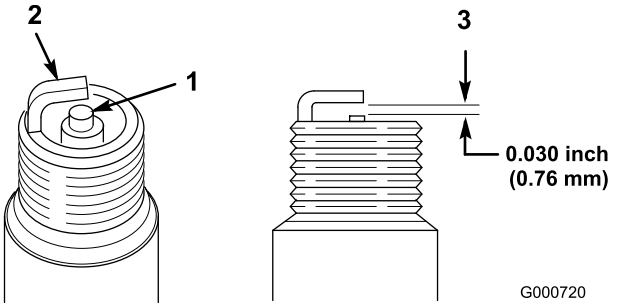

Bild 30
1. Sehen Sie sich die Mitte der Zündkerze an (Bild 30). Wenn der Kerzenstein hellbraun oder grau ist, ist der Motor richtig eingestellt. Eine schwarze Schicht am Kerzenstein weist normalerweise auf einen schmutzigen Luftfilter hin.
2. Prüfen Sie den Abstand zwischen den mittleren und seitlichen Elektroden (Bild 30).
3. Verbiegen Sie die seitliche Elektrode (Bild 30), wenn der Abstand nicht stimmt.